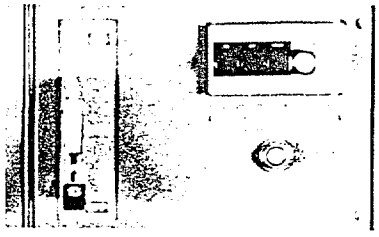

Figure 29: Operating mechanism in off position
1. Move the operating mechanism to the *off* position (figure 29).